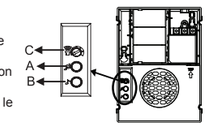

Figure 5
b. Configurez ensuite un deuxième bouton-poussoir. La programmation doit être terminée dans les 2 minutes suivant la programmation du premier bouton-poussoir. Si plus de 2 minutes se sont écoulées, appuyez sur le bouton B (Figure 5) et maintenez-le enfoncé jusqu'à ce que vous entendiez un "bip", puis appuyez sur le bouton pour l'appairer avec la sonnette.
Pour réinitialiser la configuration du carillon, appuyez sur les boutons A et B illustrés à la figure 5 et maintenez-les enfoncés jusqu'à ce que le carillon sonne. Le carillon émettra toutes les sonneries musicales disponibles afin d'indiquer que les configurations précédentes ont bien été effacées. Retournez à la section Configurez l'émetteur du bouton-poussoir de la sonnette
Sélection du son : reportez-vous à la figure 5 pour choisir le son
Le bouton-poussoir et le carillon n'ont pas été configurés. Réinitialisez la configuration automatique de votre carillon et de votre bouton-poussoir de sonnette en appuyant sur les boutons A et B (figure 5) et en les maintenant enfoncés pendant 5 secondes. Le carillon émettra toutes les sonneries musicales disponibles afin d'indiquer que la configuration a bien été effacée. Configurez le bouton-poussoir de la sonnette en suivant les instructions pour l'installation.